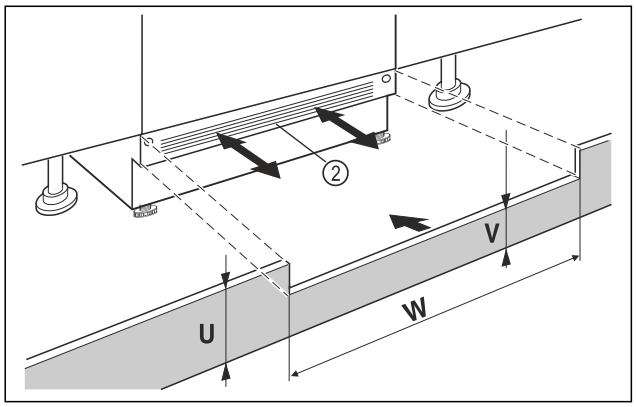

Fig. 70 Reprezentare exemplificatoare
- ▶ Așezați dar nu fixați încă masca postamentului aparatului *Fig. 70 (2)*.
- ▶ Dacă masca postamentului *Fig. 70 (2)* este vizibilă, trageți-o spre înainte, astfel încât marginea frontală a grilajului de ventilare și masca postamentului mobilierului să formeze un plan.
- ▶ Dacă masca postamentului *Fig. 70 (2)* este acoperită, glisați-o complet spre înapoi.
- ▶ Acordați atenție fantelor de ventilare complet libere: Dacă este necesar, tăiați corespunzător înălțimea măștii postamentului mobilierului *Fig. 70 (U)*!
- ▷ Adaptați înălțimea pragului *Fig. 70 (V)* sub masca postamentului aparatului *Fig. 70 (2)* de-a lungul lățimii nișei *Fig. 70 (W)*.